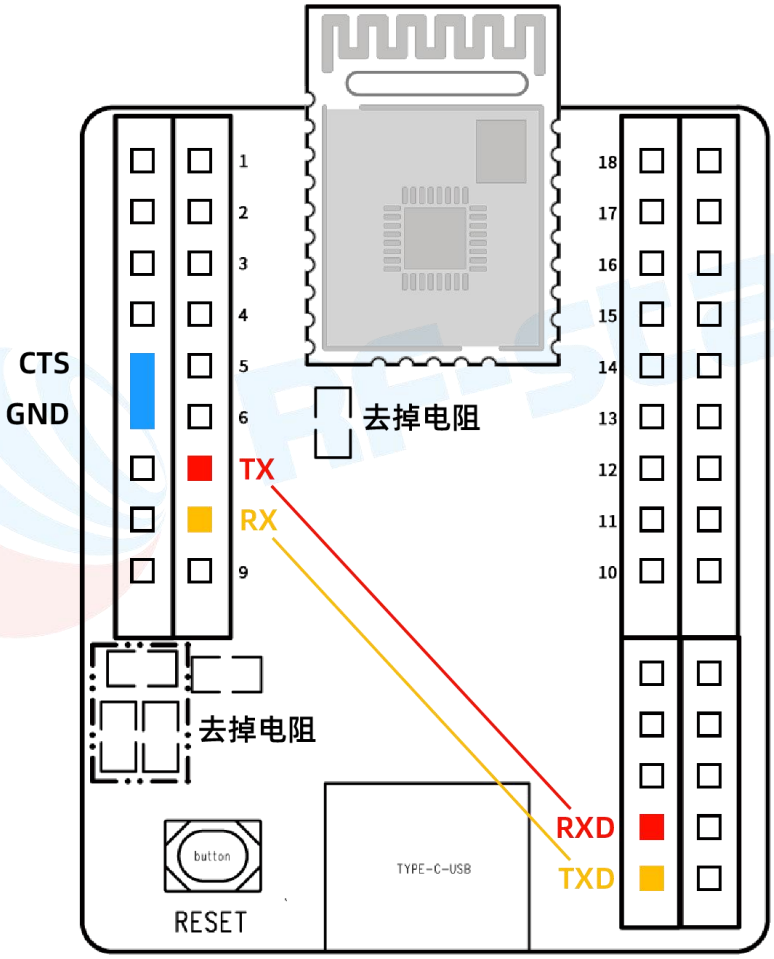

图 2.3.1
使用我司 BG22A1(I)、BG22A3(I) 透传模块时，如下图 2.3.1 所示，需要将 BT02 上丝印为 **7** 的脚（TX）与右下角的 RXD 或 B16 用杜邦线连接（红色部分），将 BT02 上丝印为 **8** 的脚（RX）与右下角的 TXD 或 B17 用杜邦线连接（橙色部分）；将 B5 与 B4 或 B6 短接，即将模块的 CTS 接地，使模块串口处于稳定状态。